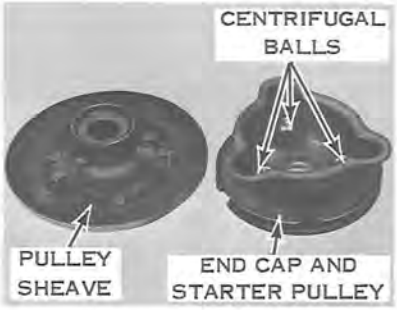
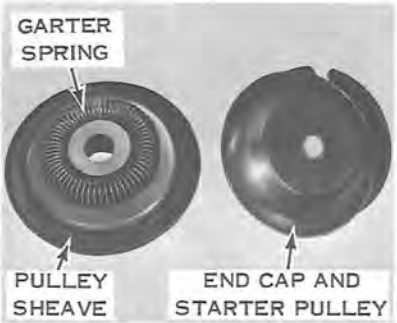

Figure 9-9. (1965)
Figure 9-10. (1966)
b. Place centrifugal balls (1965 models) in end cap and starter pulley assembly (see Figure 9-9). Place garter spring (1966 models) on sliding sheave (see Figure 9-10).